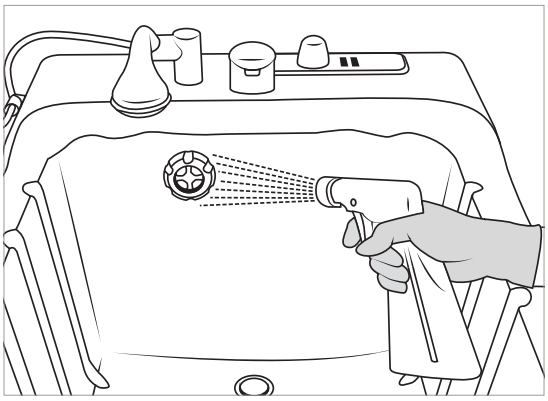

Afbeelding 61
11. Sproei desinfectiemiddel in de overloop. Zie Afbeelding 61.